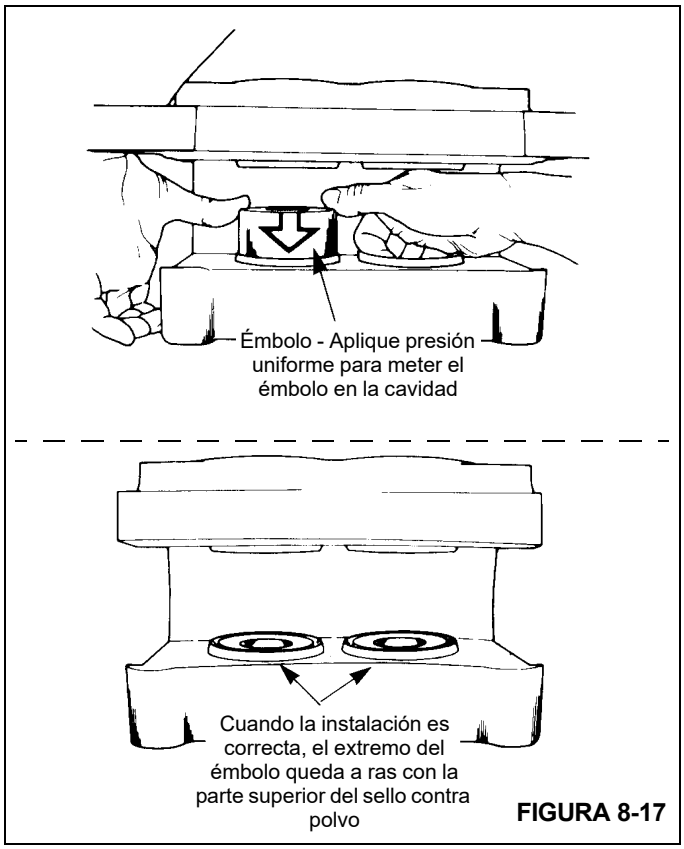

FIGURA 8-17
4. Instale los émbolos en la caja. Meta los émbolos por el lado de la caja con los forros. Compruebe que los émbolos estén derechos en las cavidades. Meta cada émbolo en la cavidad hasta que su parte superior quede a ras con la parte superior del sello contra polvo (Figura 8-17).